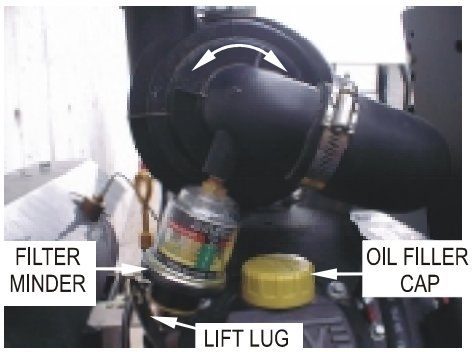

FIG. 3
f) If the unit has a filter minder, rotate the air intake elbow as needed to create enough clearance between the filter minder and the oil filler cap to remove and replace the oil filler cap easily. See Figure 3.